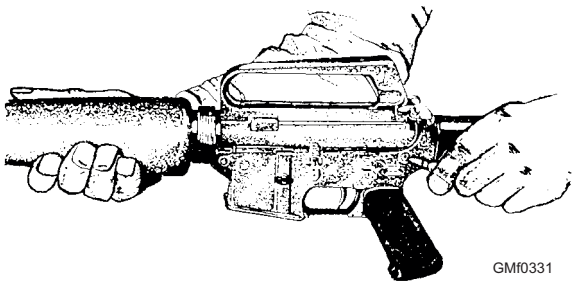

**Figure 3-31.—Pressing the takedown pin to the right.**
2. Keeping the muzzle to the left, turn the weapon on its right side. Use a punch or the end of a cleaning rod (nose of cartridge used only as a last resort in the field) to press the takedown pin (fig. 3-31) until the